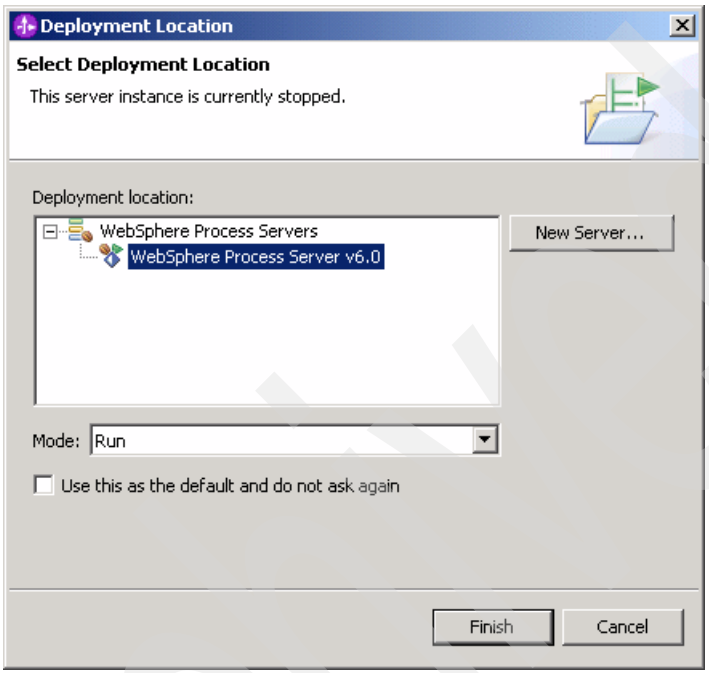

Figure A-79 Deployment Location window
6. In the Deployment Location window (Figure A-79), select WebSphere Process Server v6.0 and click **Finish**. The Integration Test Client starts, by starting an instance of WebSphere Process Server and deploying the WholesalerA module to this server.